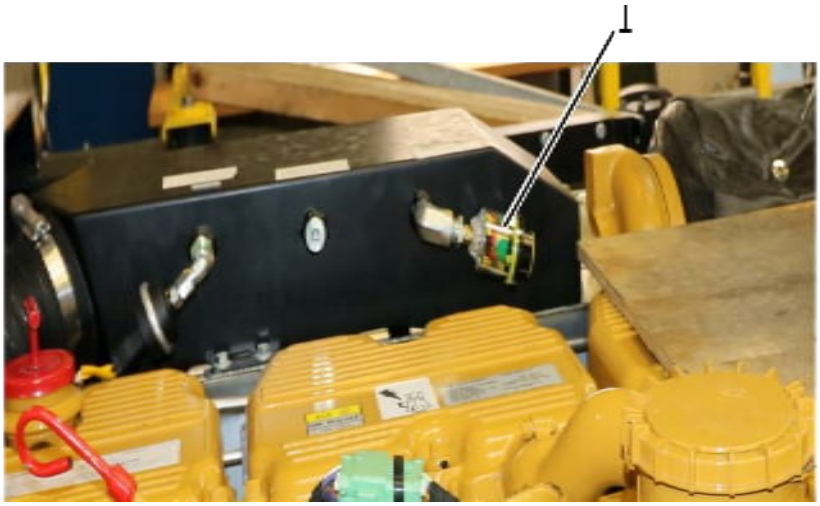

Fig. 16: Indicatore di stato filtro aria (M1)
Sul fianco dell'involucro filtro aria del motore M1 è montato un indicatore di stato che segnala se il filtro dell'aria è sporco, cfr. Fig. 16 (1).